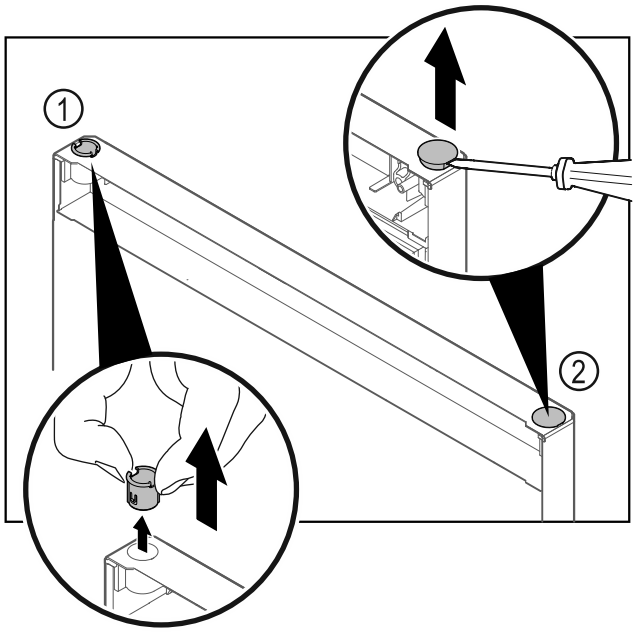

Fig. 22
▶ Retirer la bague *Fig. 22 (1)* avec les doigts.
▶ Soulever délicatement le bouchon *Fig. 22 (2)* avec un tournevis plat et le retirer.